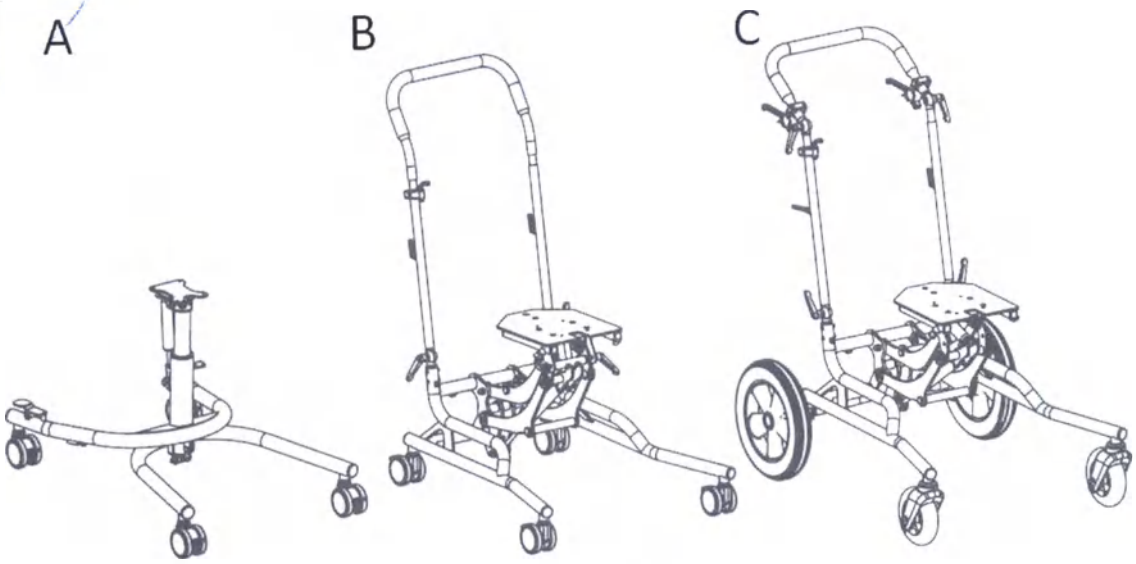

Рисунок 12.2
5.18 Коляска LiliSIT представлена в двух размерах. Габариты указаны в таблице 12 ниже и на схематичном изображении рисунка 12 и рисунка 12.1. Кресло может устанавливаться на три разных шасси рисунок 12.2, технические характеристики которых указаны в п. 5.18.2 – 5.18.4: